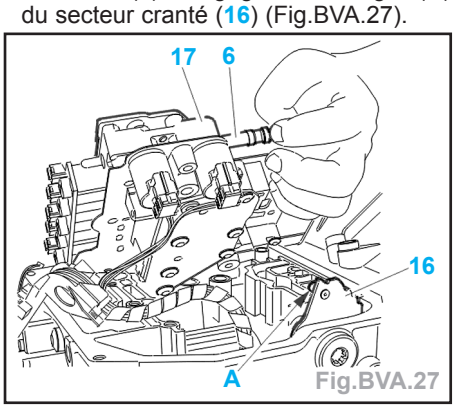

Fig.BVA.27
- Reconnecter les électrovannes (4) et (5).
Attention : veiller à ce que la vanne manuelle (6) s'engage dans l'ergot (A) du secteur cranté (16) (Fig.BVA.27).